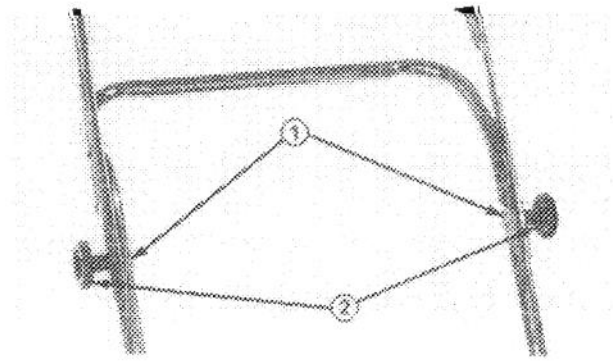

Figure 2
1. The upper handle can be set at different heights for optimum operator comfort. To attach upper handle to lower handle, line up holes in both handles and secure them together with two curved-head handle bolts and knobs (Fig. 2). The knobs must be installed on outside of the handles.